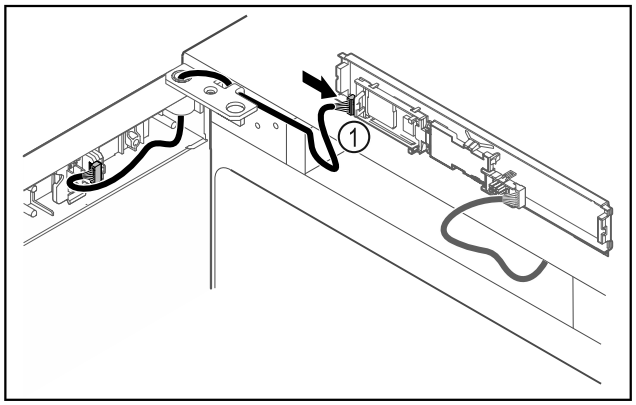

Fig. 35
▶ Introduceți fișa *Fig. 35 (1)* la placa electronică.